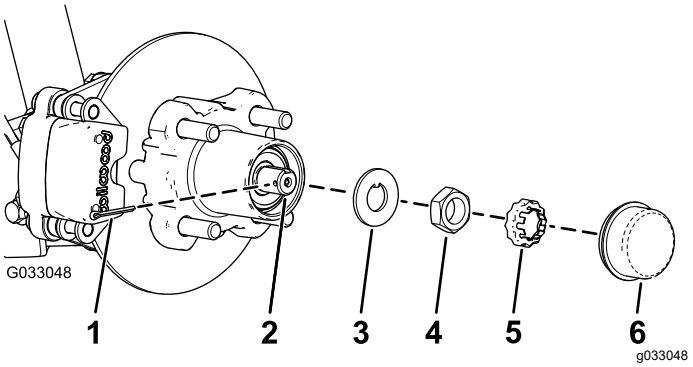
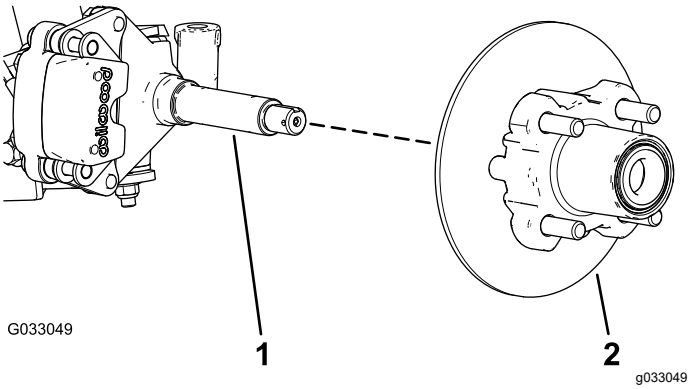

Figur 24
Figur 25
4. Fjern støvhætten fra navet (Figur 24).
5. Fjern låseclips og møtrikholder fra spindlen og spindelmøtrikken (Figur 24).
6. Fjern spindelmøtrikken fra spindlen og adskil nav- og rotorsamlingen fra spindlen (Figur 24 og Figur 25).